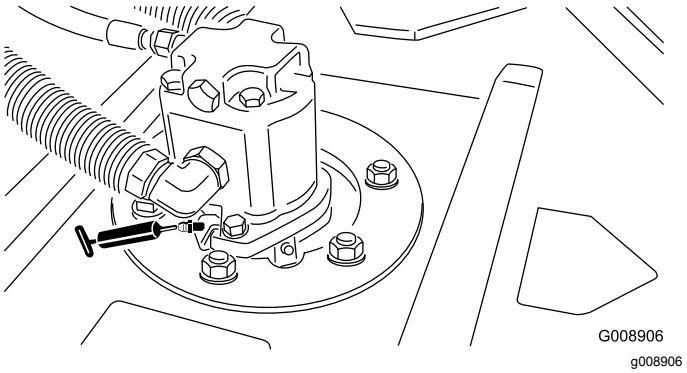

Figur 35
- Klippeenhetens spindelaksellager (2 per klippeenhet) – Figur 35